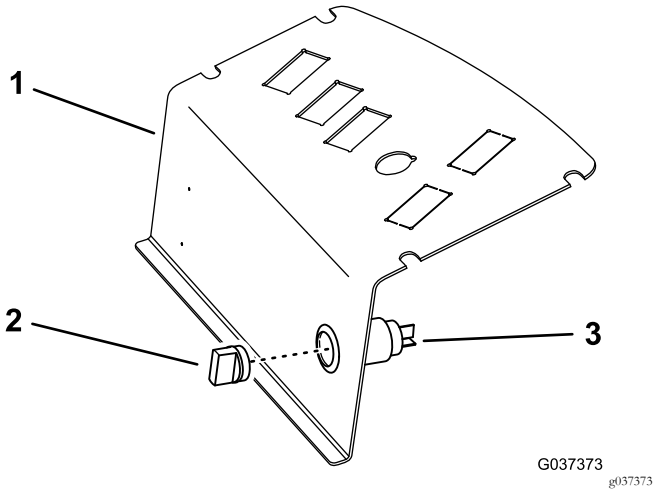

Figur 6
8. Från förarsidan av kontrollpanelens skydd sätter du i kraftuttaget i hålet och fäster det med den yttre hylsan. Sätt sedan på locket över kraftuttaget. (Figur 6)